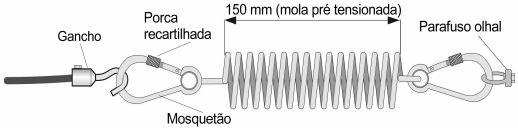

Fig. 4 – Mola tracionadora
4.4 Os ganchos devem ser introduzidos no olhal da chave e dos mosquetões das molas tracionadoras. Engatar o outro mosquetão da mola no parafuso olhal (ponto fixo). Travar o mosquetão rosqueando sua porca recartilhada até o final (fig. 4).